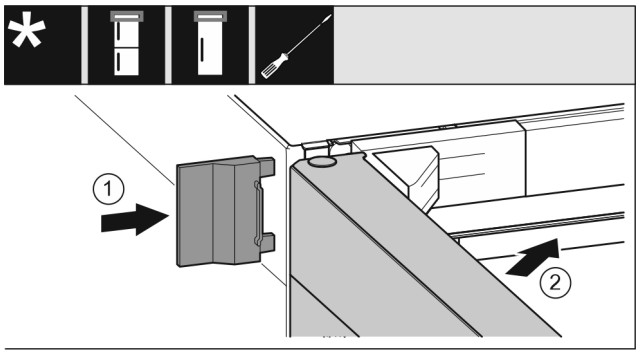

Fig. 66
▶ Push the outer cover *Fig. 66 (1)* on.
▶ Close the upper door *Fig. 66 (2)*.